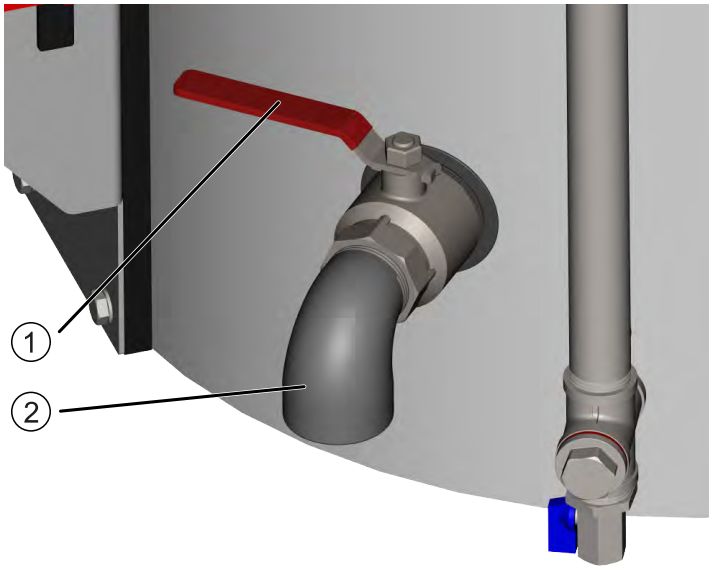

Bild 20: Ablassventil mit Ventilhebel
2. Stellen Sie ein geeignetes Gefäß unter den Auslauf ② des Ablassventils (siehe „Bild 20: Ablassventil mit Ventilhebel“.)
3. Öffnen Sie das Ablassventil, indem Sie den Ventilhebel ① gegen den Uhrzeigersinn aufziehen (siehe „Bild 20: Ablassventil mit Ventilhebel“.)
5. Schließen Sie das Ablassventil, indem Sie den Ventilhebel ① im Uhrzeigersinn in seine Ursprungsposition zurück drehen.